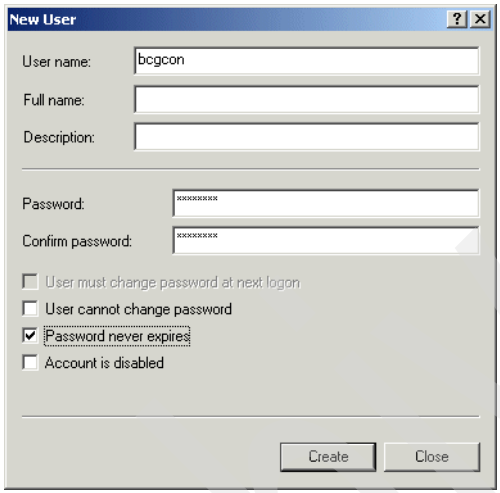

Figure 5-3 Adding a new user
4. In the New User window (see Figure 5-3), complete these items: